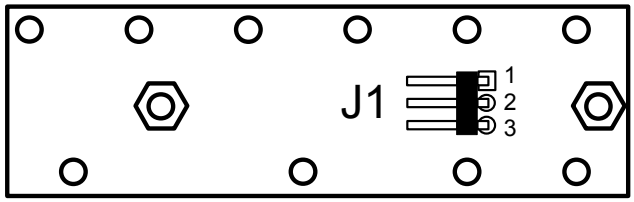

Рисунок 3 - Расположение разъёма «J1» на верхней плате
4.5.4 Пользователь может задать состояние выходов при потере связи. Для этого надо снять крышку корпуса и установить в нужное положение перемычку на трёхконтактный штырьковый разъём «J1» на верхней плате (Рисунок 3). Если перемычка установлена на контакты 1-2, то при потере связи все выходы будут переведены в состояние «Выключен». Если перемычка установлена на контакты 2-3 (или отсутствует), то при потере связи состояние выходов меняться не будет.